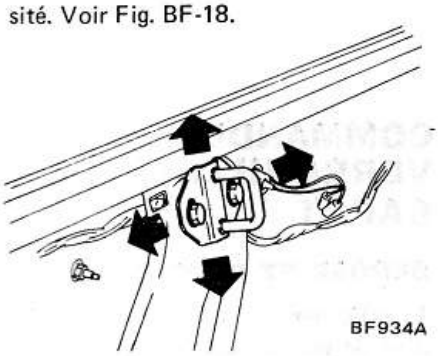

Fig. BF-18 Réglage de la gâche de couvercle de coffre
2. Pour obtenir un bon ajustement entre le couvercle de coffre et le joint d'étanchéité, déplacer la gâche verticalement et latéralement suivant nécessité. Voir Fig. BF-18.